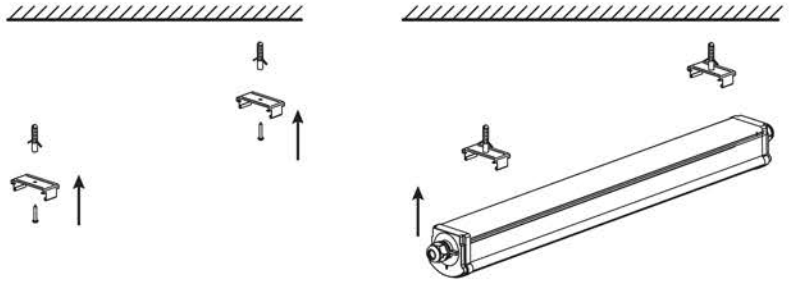

Рис. 5
6.8.4 Монтаж светильника на рабочую поверхность производить при помощи монтажных скоб и крепежа, входящего в комплект поставки (рисунок 5):